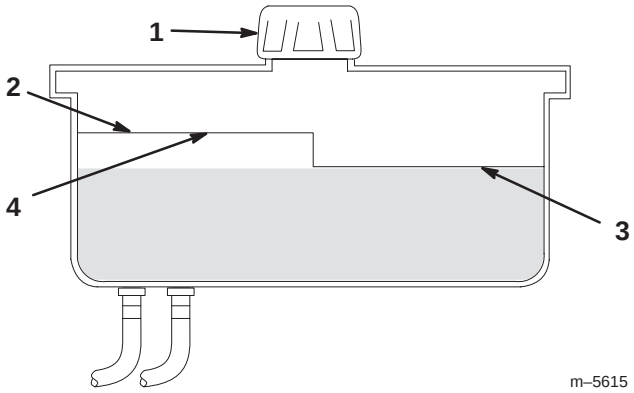

Figure 15
4. Clean area around cap and filler neck of hydraulic tank (Fig. 15).
5. Remove cap from filler neck. Look inside to check if there is fluid in the reservoir. (Fig. 15).
Note: The fluid level should be to the top of the **hot** level of the baffle, when the fluid is warm (Fig. 15).